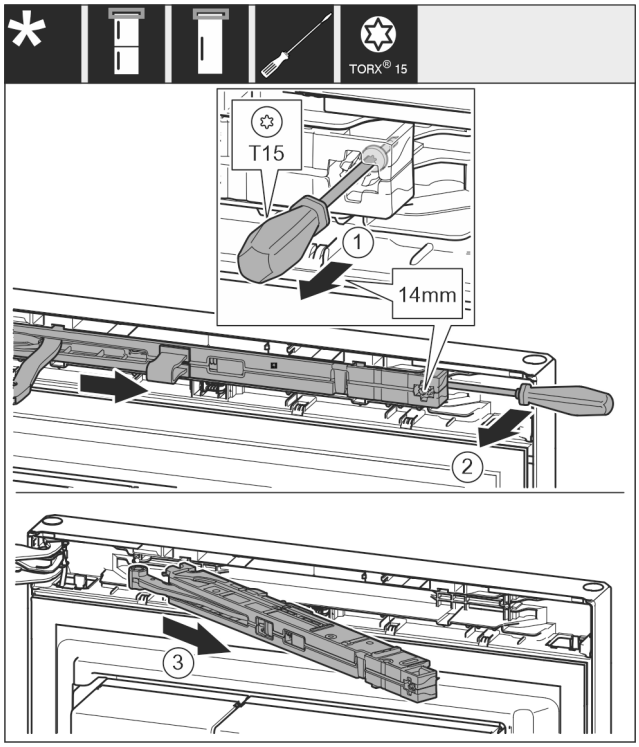

Fig. 10
- ▶ Schraube an Schließdämpfereinheit mit Schraubendreher T15 ca. 14 mm lösen. *Fig. 10 (1)*
- ▶ Mit einem Schraubendreher griffseitig hinter die Schließdämpfereinheit fahren und nach vorne drehen. *Fig. 10 (2)*
- ▶ Schließdämpfereinheit herausziehen. *Fig. 10 (3)*